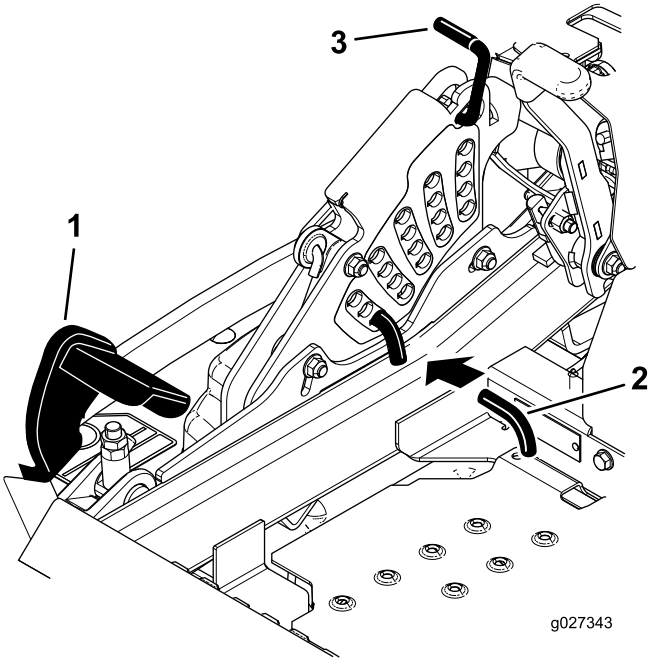

Figur 26
2. Tråkk på løftepedalen for klippeenheten for å heve denne til transportstillingen (samme som klippehøydestilling 140 mm) (Figur 26).
3. Drei pinnen 90 grader ta den ut av klippehøydebraketten for å justere klippehøyden (Figur 26).
4. Velg det hullet i klippehøydebraketten som svarer til ønsket klippehøyde, og sett inn pinnen (Figur 26).